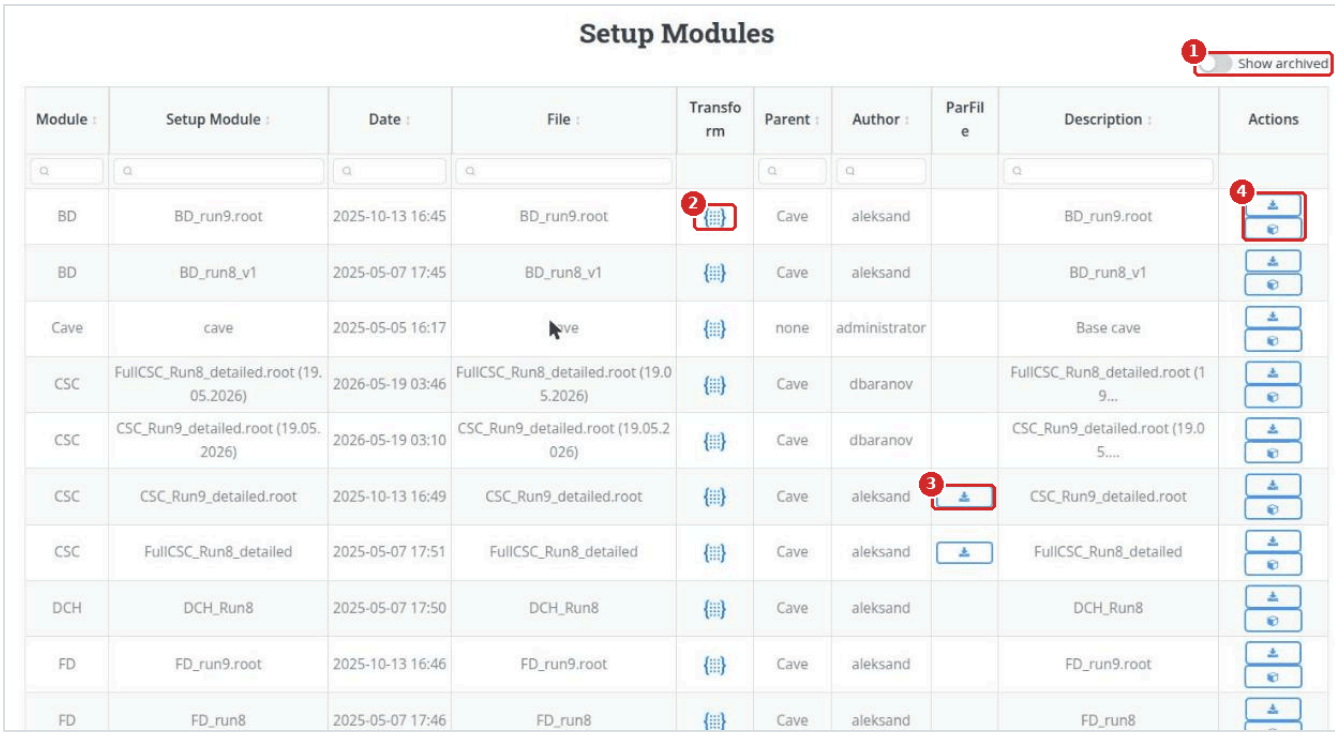

Figure 10. VIEW SETUP MODULES: (1) Show archived, (2) Transform, (3) parameter file, (4) download and 3D view
3. Download a detector's parameter file with the button in the **ParFile** column (3 in Figure 10). Use the **Actions** buttons (4) to download the setup module or see it in 3D.